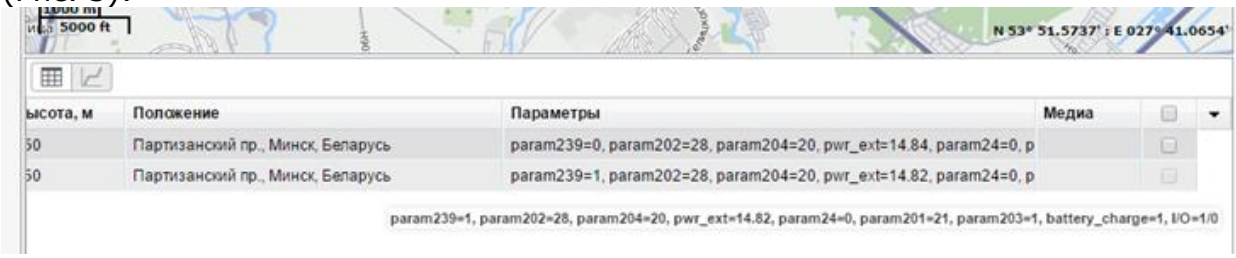

*Рисунок 5*
3.3.1. Принятые сообщения с данными на сервере отображаются в виде: (Рис. 5):